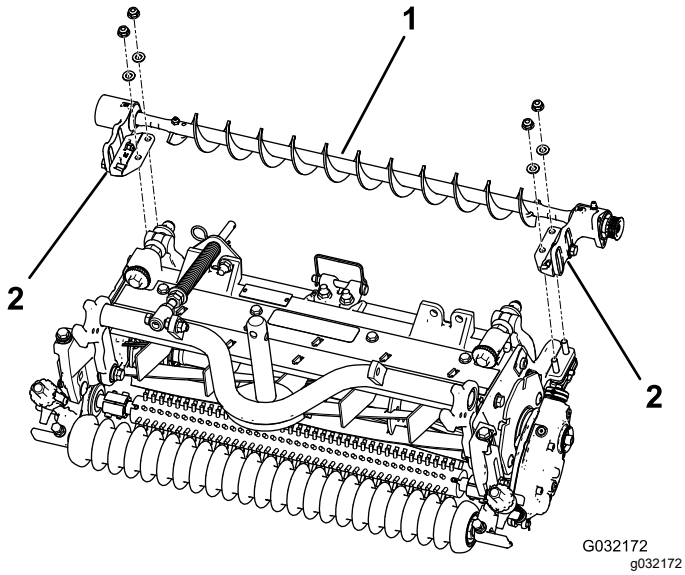

Figura 7
4. Coloque os suportes de montagem do conjunto da escova do rolo direito ou esquerdo nos parafusos de suporte do rolo (Figura 7).